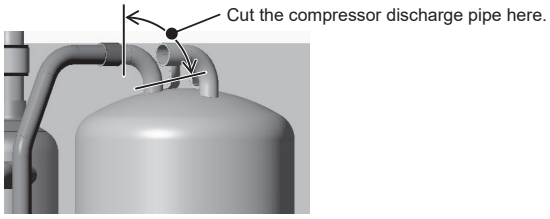

Figure 9
(9) Remove the compressor discharge pipe by cutting the pipe where indicated in the figure or by removing the braze. (See Figure 9.)